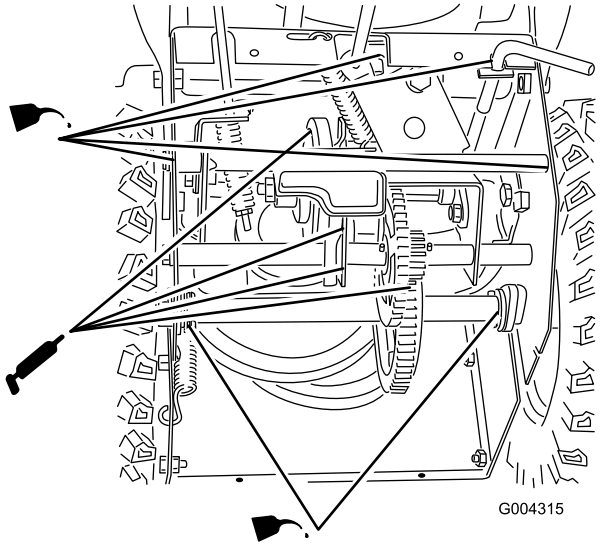

Figur 28
4. Smörj snöslungan lätt med lätt olja enligt Figur 28.
6. Smörj snöslungan så som visas i Figur 28.